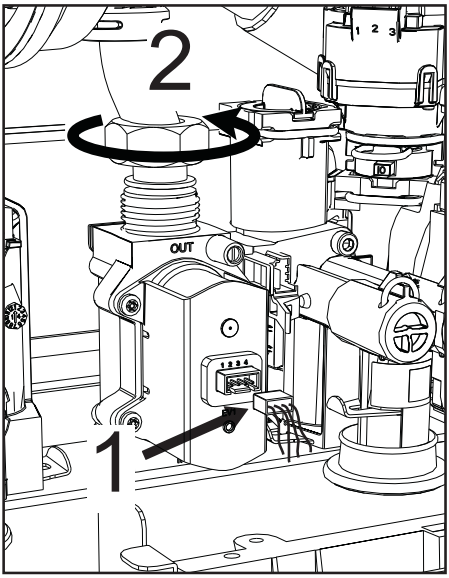

fig. 44
- Desconecte los conectores eléctricos **“1”** (fig. 44).
- Desconecte el tubo de entrada de gas **“2”** (fig. 44)